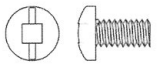

Figure 3
4. Place the tongue of the corresponding interface into aluminum extrusion in top, see Fig. 2a. Aligning the electrical components in the interface over the door hinge on the aluminum components in the top. The door hinge side of the connexus is labeled with the location code, see Fig. 2b. Screw interface to inserts in the table top with screws shown in Fig. 3.
5. Align the u-shaped cutouts in the cover-box with the electrical components in the interface. Pass the power cord thru one of the u-shaped cutouts. The large flat face of the interface should line up flush with the large opening in the cover-box. Screw cover box to table top with screws shown in Fig. 3.